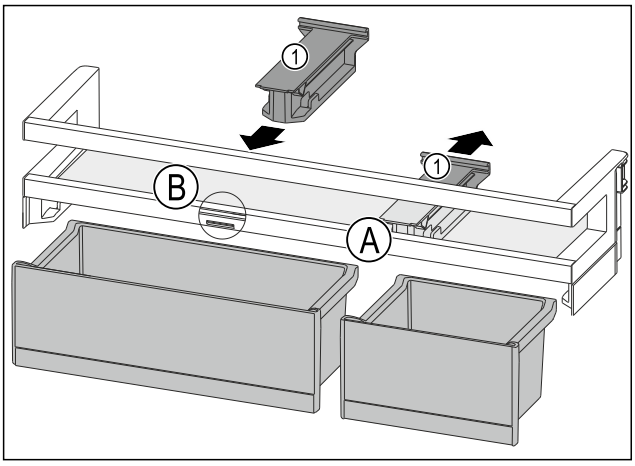

Fig. 93
▶ Take off the holding part *Fig. 93 (1)* in position *Fig. 93 (A)* backwards.
▶ Insert the holding part *Fig. 93 (1)* in position *Fig. 93 (B)*.